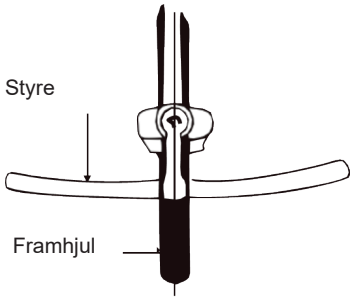

Fig. 10
2. Vrid styret så att det är rakt i förhållande till framhjulet (se fig. 10) och drag åt skruven för expansionskilen. OBS: På vissa modeller krävs en 6 mm insexnyckel för monteringen. (Åtdragningsmoment: 18 Nm.)
6. Kontrollera åtdragningen av samtliga skruvar innan cykeln tas i bruk. Det är viktigt att styret ej kan rotera i sitt fäste. Det är också viktigt att styrstammen ej vrider sig om du grenslar framhjulet, håller fast det mellan knäna och försöker vrida styret (se fig. 10.)